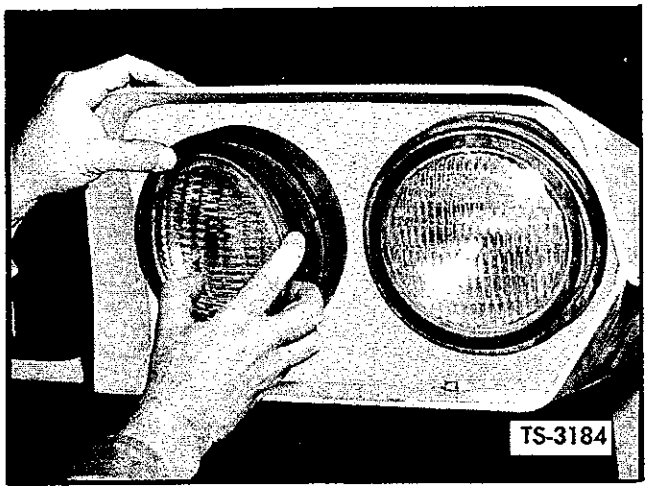

Fig. 11. Replace Headlamps or Floodlamps
1. Depress lamp and spread lip of rubber retainer outward forcing lamp out as shown in Figure 11.